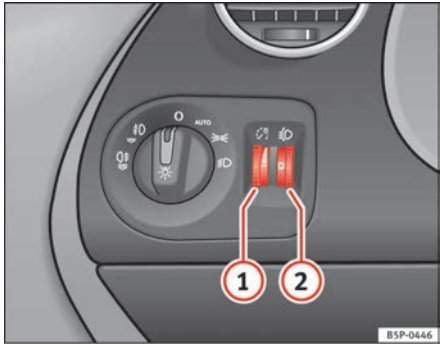

Fig. 74 Instrument panel: regulation for instrument and switch illumination and headlight range control
**Instrument and switch lighting** (1)
When the headlights are switched on, the brightness of the instruments and switch lighting can be regulated to suit your requirements by turning the thumb wheel ⇒ fig. 74 (1).